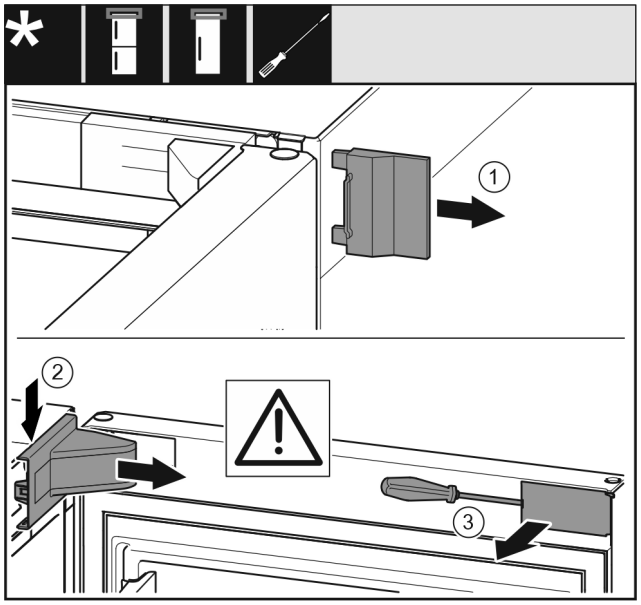

Fig. 6
▶ Снимите внешнюю крышку. *Fig. 6 (1)*
▶ Освободите и отсоедините крышку опорного кронштейна. Снимите крышку опорного кронштейна. *Fig. 6 (2)*
▶ При помощи шлицевой отвертки освободите накладку и отведите в сторону. *Fig. 6 (3)*